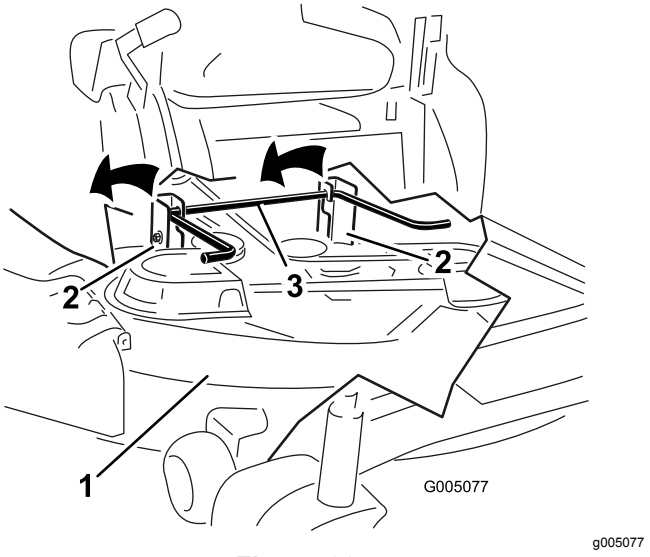

Figuur 66
7. Hef het maaidek en de ophangbeugels op van de achterste hefstang en laat het maaidek voorzichtig neer op de grond (Figuur 66).
5. Hef de achterkant van het maaidek op en leid de ophangbeugels over de achterste hefstang (Figuur 66).